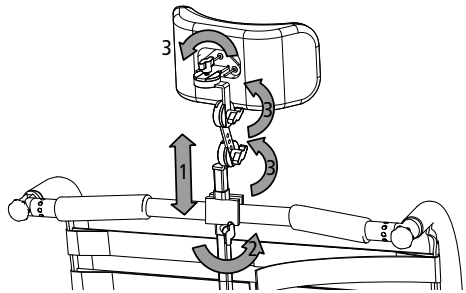

fig. 48
1. Placer l'appuie-tête sur la position souhaitée (1, fig. 48).
2. Serrer la vis à oreilles (2, fig. 48) pour bloquer l'appuie-tête.
1. Desserrez les quatre vis à oreilles (2+3, fig. 48).
3. Resserrez les vis à oreilles (2+3, fig. 48).